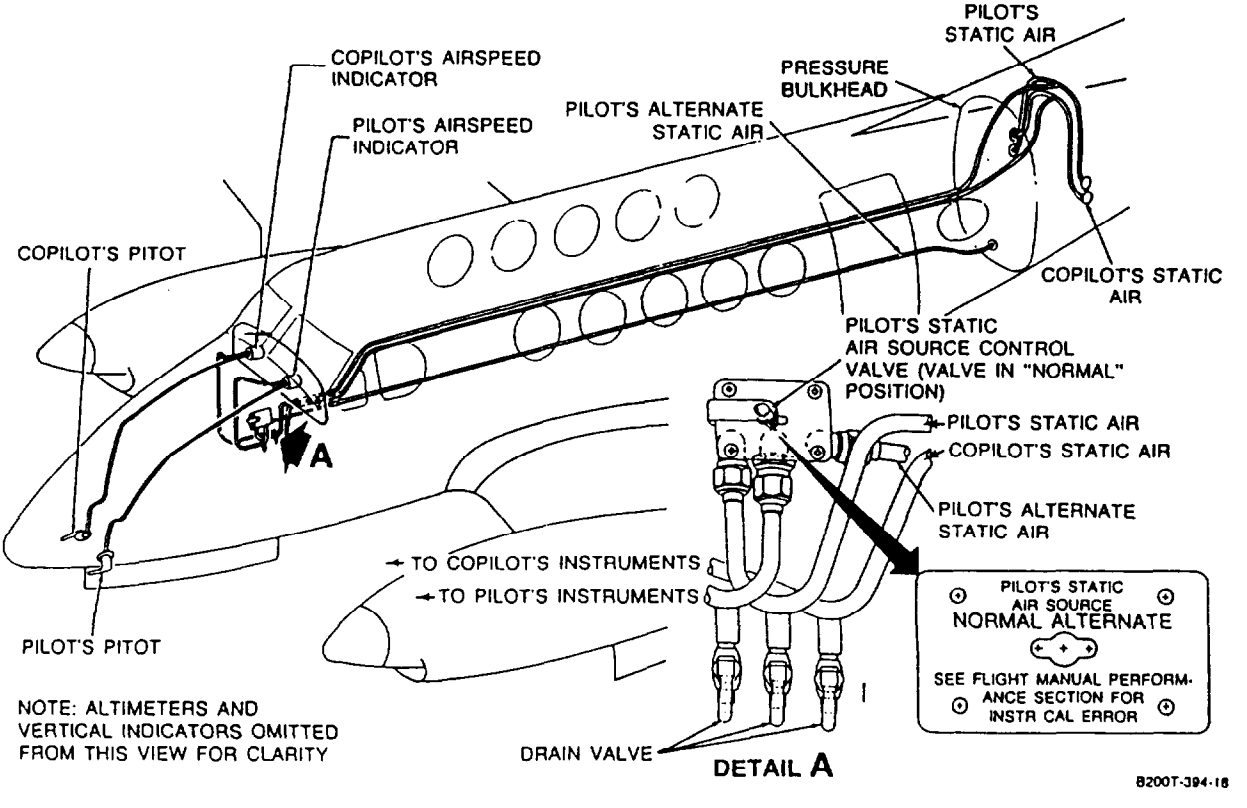

Figure 2-30. Pitot and Static System
The pitot system (fig. 2-30) provides ram air pressure for the airspeed indicators and air data computer. The pitot system consists of two pitot masts (one located on each side of the lower portion of the nose), and associated plumbing. The pitot masts are protected from ice formation by internal electric heating elements.
a. Description. The static system (fig. 2-30) provides static air pressure for the pilot's and copilot's airspeed indicators, copilot's altimeter, air data computer, and pilot's and copilot's vertical speed indicators. The static air pressure ports are located on the right and left sides of the aft fuselage exterior skin.